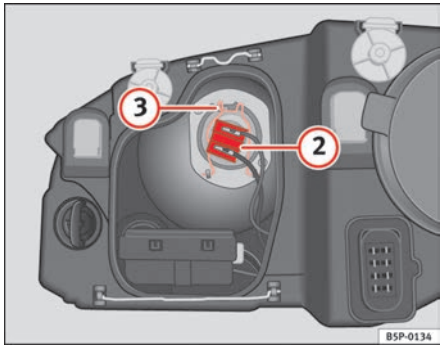

Fig. 165 Dipped head-lights
– Remove the connector ⇒ fig. 165 (2) from the bulb.
– Disengage the retainer spring ⇒ fig. 165 (3) pressing inwards to the right.